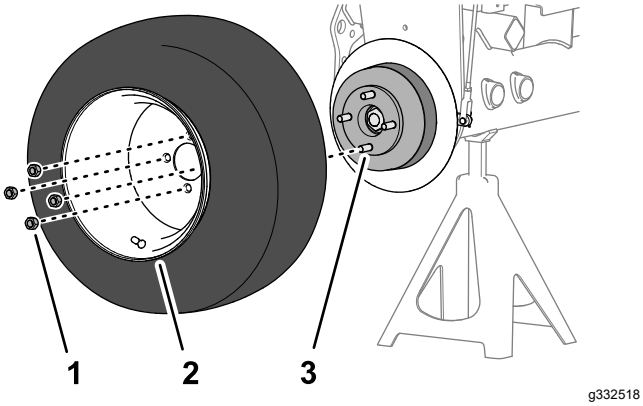

Figur 63
1. Fjern de 4 hjullåsemøtrikker, der fastgør det forreste hjul til navet, og afmonter hjulet (Figur 63).